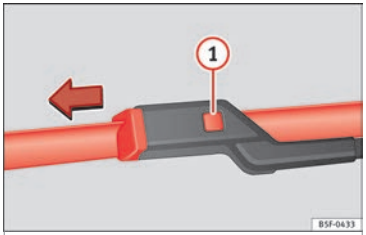

Fig. 205 Changing the front wiper blades
- Hold down the release button ››› **Fig. 205** (1) while gently pulling the blade in the direction of the arrow.